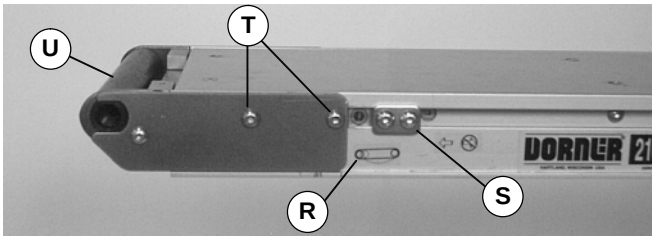

Figure 5
2. On tension end of the conveyor, identified with label (R of Figure 5), loosen tracking cam assemblies (S) and cover plate screws (T) on both sides of the conveyor.
3. Slide the cam assemblies toward the center of the conveyor and push the end (U of Figure 5) into the conveyor frame.